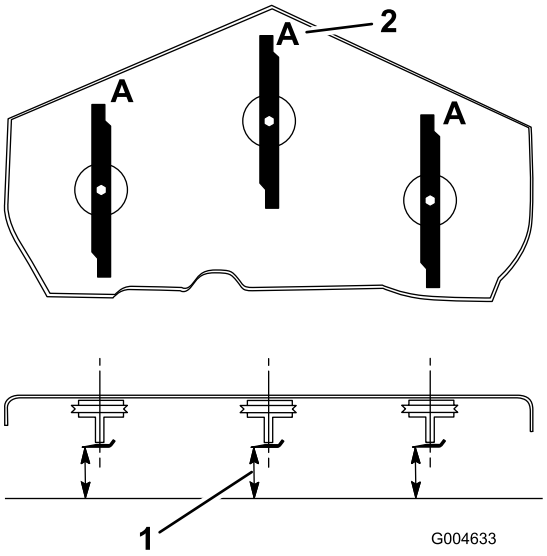

Figura 66
3. Girate le lame fino a disporle in parallelo con la lunghezza della macchina (Figura 66). Misurate da un piano orizzontale fino al tagliente delle lame, posizione **A**, (Figura 66). Prendete nota di questa misura.